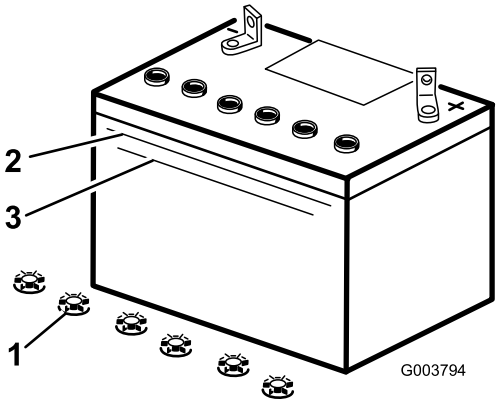

**Figur 38**
2. Titta på sidan av batteriet. Elektrolyten måste nå upp till den övre linjen (Figur 38). Låt inte elektrolyten sjunka under den nedre linjen (Figur 38).
3. Ta bort påfyllningslocken från batteriet (Figur 38).
4. Häll långsamt destillerat vatten i varje battericell tills elektrolytnivån når upp till batterilådans övre linje (Figur 38).
5. Vänta fem till tio minuter efter att battericellerna fyllts på. Häll destillerat vatten, om det behövs, i varje battericell tills elektrolytnivån är vid batterilådans övre linje (Figur 38).